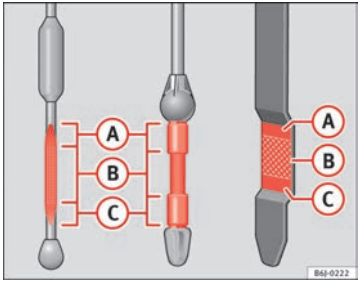

Fig. 126 Engine oil dipstick
– Then pull it out once more and check the oil level ⇒ Fig. 126. Top up with engine oil if necessary.